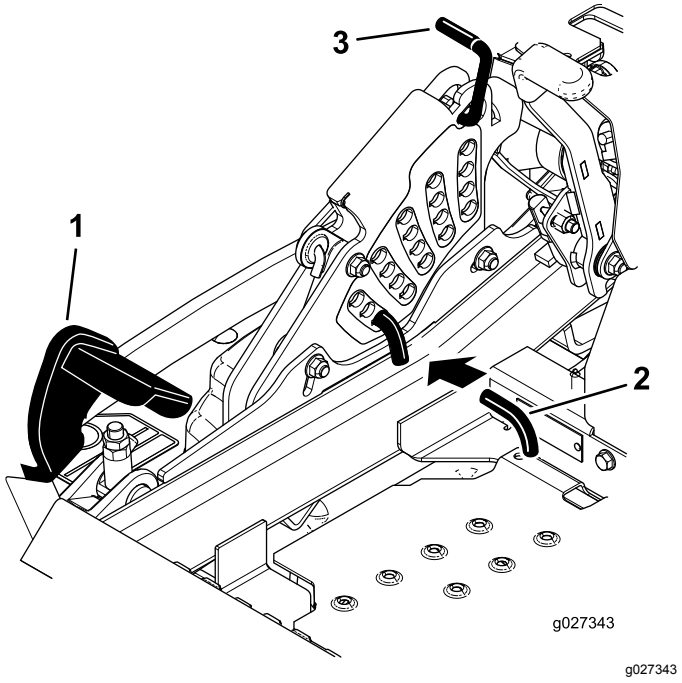

Figur 26
2. Tråkk på løftepedalen for klippeenheten for å heve denne til transportstillingen (samme som klippehøydestilling 140 mm) som vist i Figur 26.
3. Drei pinnen 90 grader og ta den ut av klippehøydebraketten for å justere klippehøyden (Figur 26).
4. Velg det hullet i klippehøydebraketten som svarer til ønsket klippehøyde, og sett inn pinnen (Figur 26).